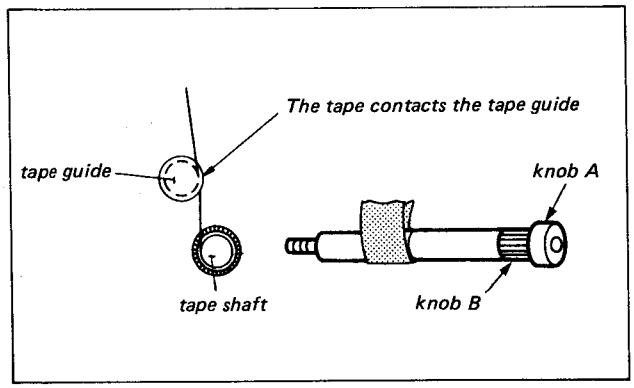

Fig. 7-15. Tension detector adjustment (jig setting)
8. Loosen knob A of the Tape Shaft and adjust knob B so that the tape comes out from the Tape Shaft in the direction shown in Fig. 7-15. Then tighten knob A.